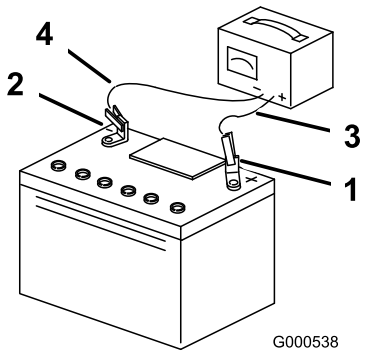

Rysunek 50
3. Gdy akumulator będzie w pełni naładowany, należy odłączyć ładowarkę od gniazdka elektrycznego, a następnie odłączyć przewody ładowarki od biegunów akumulatora (Rysunek 50).